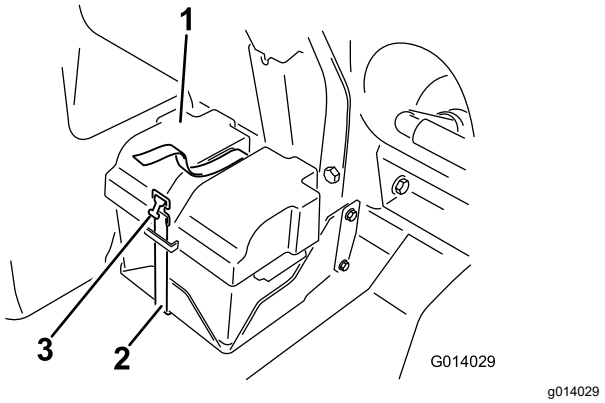

図 94
2. バッテリーについているカバーを外し、バッテリーのマイナス黒端子からケーブルを外す 図 94。
4. バッテリーカバーを取り付け、先ほど取り外したストラップで固定する図 94。